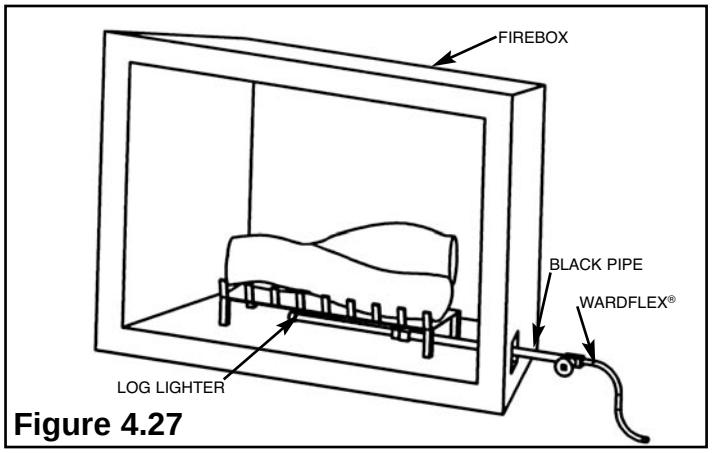

Figure 4.27
- WARDFLEX® may be routed through the fireplace wall but must terminate at the interior surface with a termination fitting or be connected to hard pipe outside the firebox. See Figure 4.27.